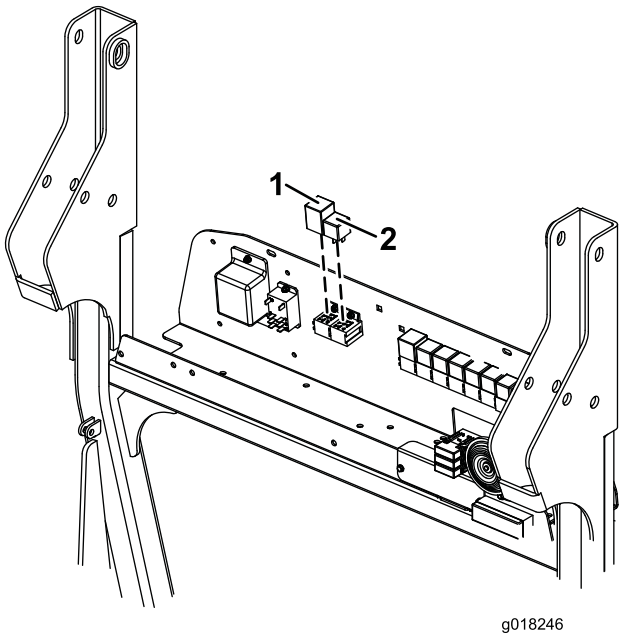

Figur 10
5. Fäst blinkersreläet på den tomma vänstra reläplatsen och det korta standardreläet på den tomma högra reläplatsen (Figur 10).